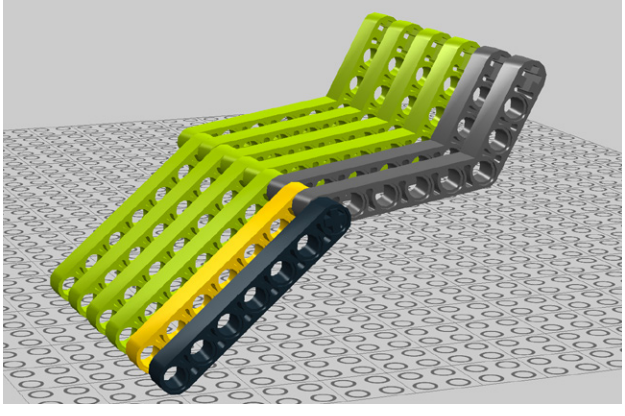

Figure 7-10. *Step 3: Filling the axle with beams*
3. Add more of each until you max out that cross axle, as shown in Figure 7-10. Note that the 7M beams will swing freely.